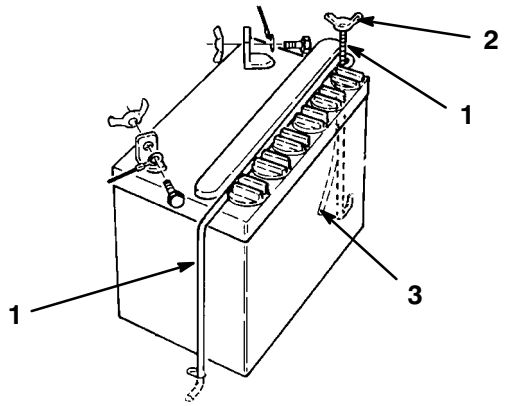

Figure 3
1. Retirer l'écrou papillon qui fixe la bride de la batterie au châssis de la tondeuse (Fig. 3).